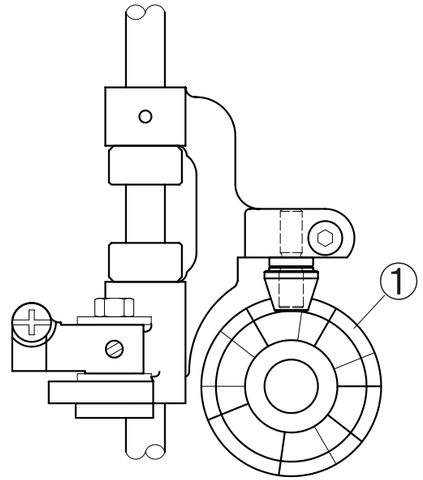
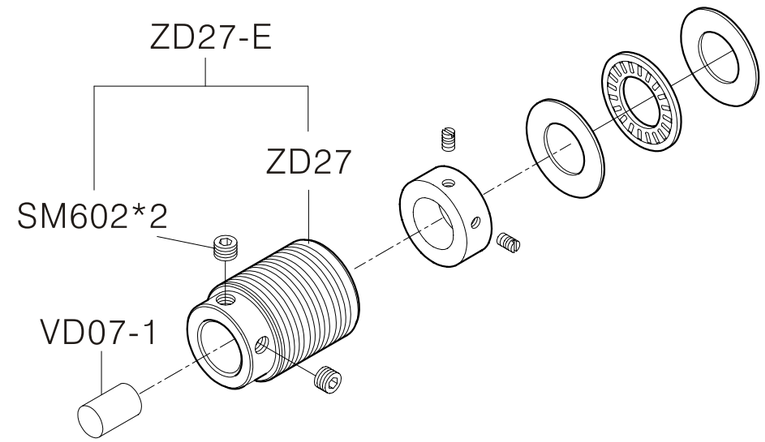

Fig. 8
Fig. 9
1. Cuando la aguja se mueve a la franja 0, punto muerto inferior, La superficie de la leva ZE08 1 esta en el punto mas bajo. Cuando la aguja se mueva hacia arriba desde la franja 3 con dirección a la superficie de la placa aguja debajo del agujero de aguja, la superfice de la leva ZE08 1 debe estar en su posición más alta. (Fig 8., Fig 9)